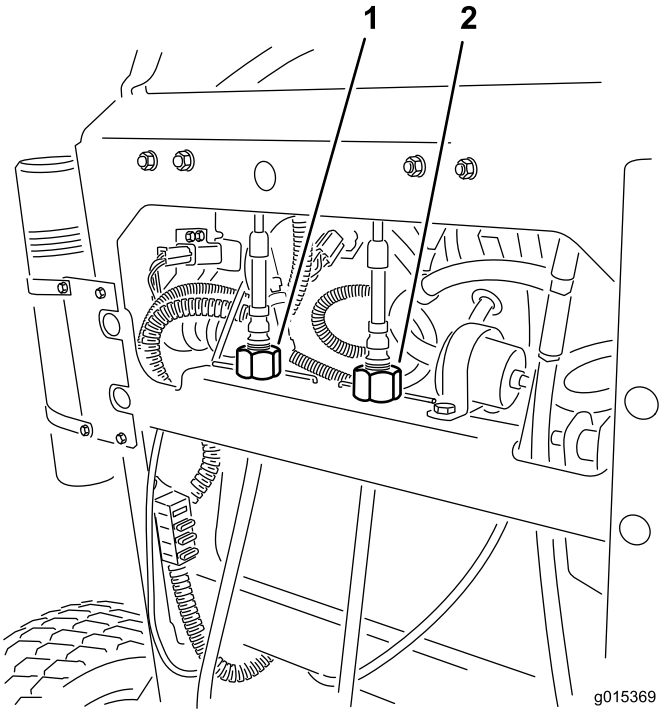

Figur 57
4. Roter høyre kabeljustering for å posisjonere høyre bevegelseskontroll til midten av kontrollpanelets frie stilling (Figur 57).